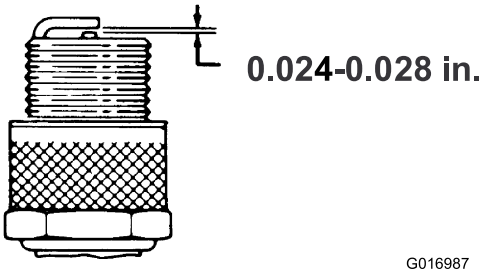

Figuur 27
3. Controleer of de elektrodenafstand correct is (Figuur 27).